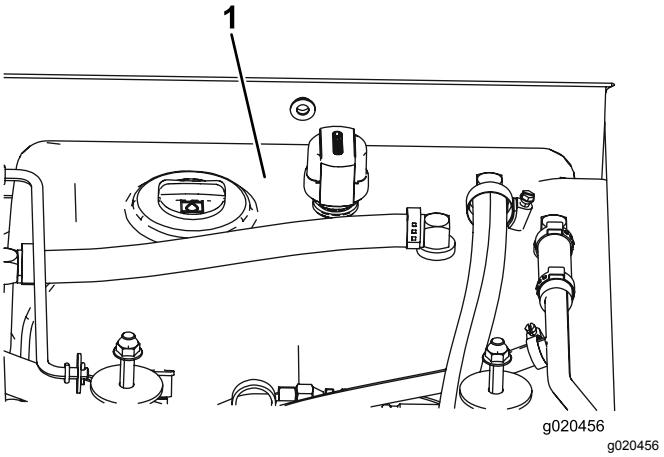

**Figur 98**
3. Fyld beholderen (Figur 98) med hydraulikvæske. Se Kontrol af hydraulikvæsken (side 29).